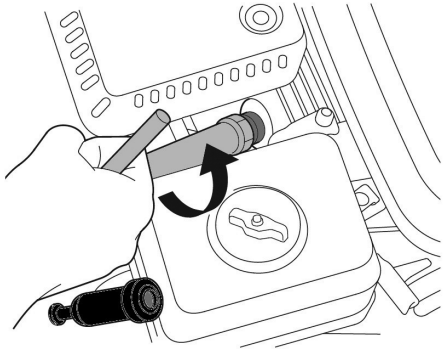

Рис. 15. Обслуживание свечи зажигания
2. Открутите свечу зажигания свечным ключом (Рис. 15).